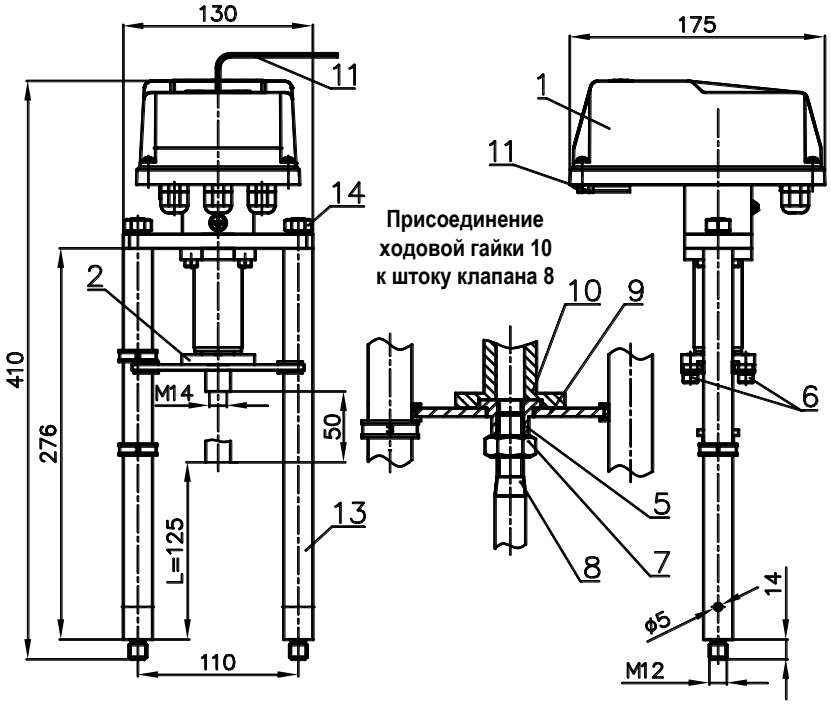

Рисунок 1 - ВЭП-121М
- электропривод (рисунок 1 – позиция1);
- винтовая передача (рисунок 1 – позиция 2).